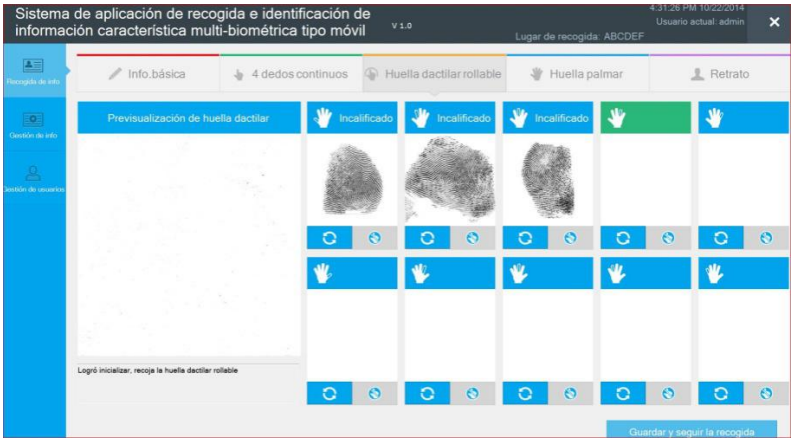

Figure 5.3.3.1
3.When the thumb of right hand collection is completed, system will automatically evaluate the quality of finger-print. If finger-print is qualified, it will change the finger position frame of successful collection to blue color. This finger position upper right corner will display rating grade (excellent, good, qualified), and then automatically jump to the next finger position for collection until all the ten fingers collection has been completed totally. The collected finger-print effect is as shown (Figure 5.3.3.1)